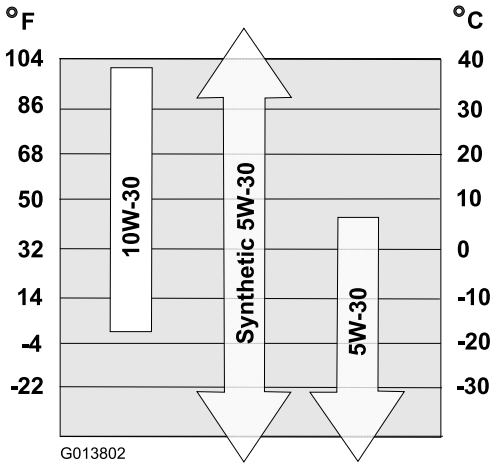

Figur 21
6. Använd Figur 21 nedan för att välja rätt oljeviskositet för det förväntade utomhustemperaturintervallet: